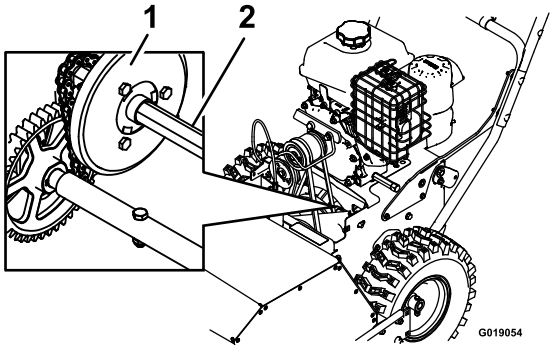

Figura 21
4. Intingete un pennello a punta fine lungo e pulito nell'olio motore per automobili e lubrificate leggermente l'albero esagonale (Figura 21).
Importante: Evitate che la ruota in gomma o la piastra di alluminio della frizione vengano a contatto con l'olio, dal momento che la trazione potrebbe slittare (Figura 21).